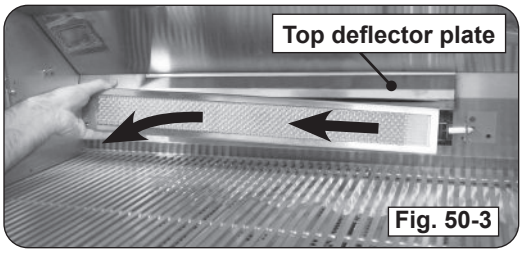

Fig. 50-3
5. Remove the backburner by lifting the left side outward and to the left. See Fig. 50-3.
Note: The top deflector plate may become loose when removing the backburner. Ensure the deflector is properly in place when reinstalling the backburner (See Fig. 50-3).